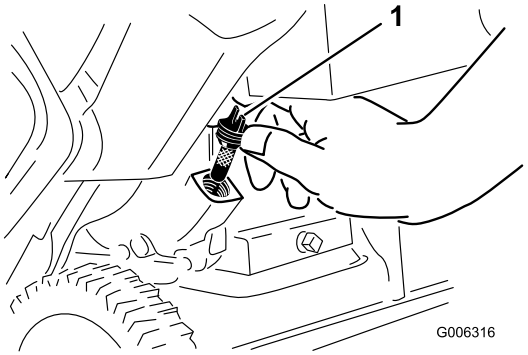

Rysunek 12
2. Wyczyść obszar wokół korka wlewu oleju (Rysunek 12).